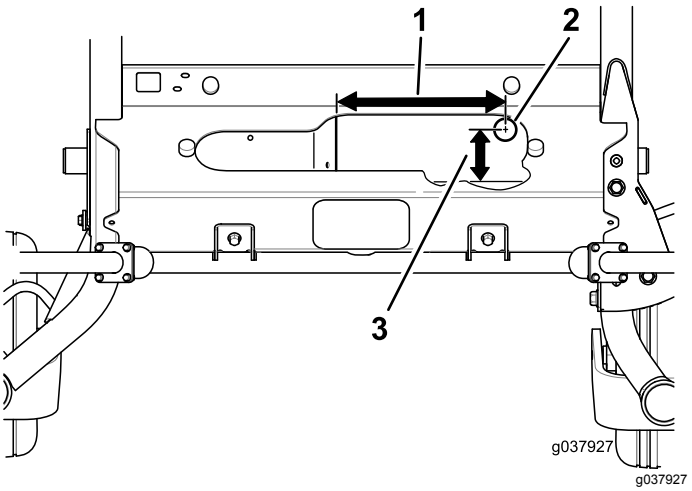

Rysunek 4
4. Wywierć otwory w sposób pokazany na Rysunek 4.